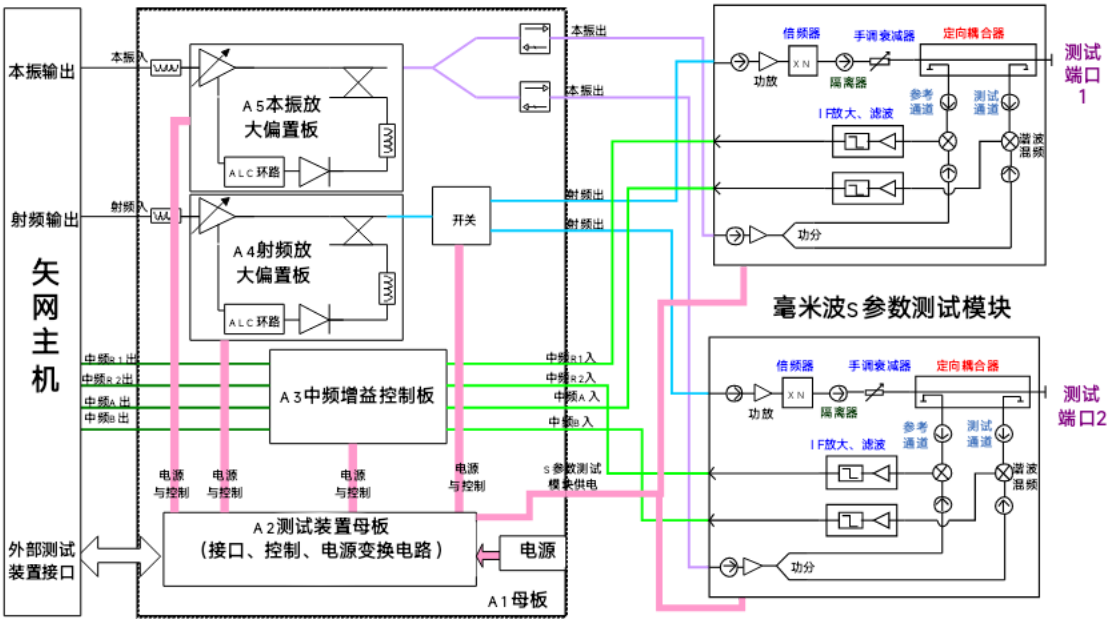

图 6.2　矢量网络分析系统工作原理框图
B.矢网+控制机+S 参数测试模块扩频系统的原理框图如图 6.2 所示。